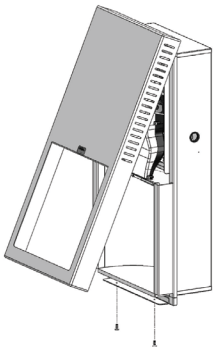

Abb. 1
1. Die Trocknerabdeckung öffnen, indem die Montageschraube am Boden der Einheit mit einem Torx T20-Bit entfernt wird. (Siehe Abb. 1)
2. Die Unterseite der Trocknerabdeckung nach vorn ziehen und vorsichtig anheben, um die Trocknerabdeckung zu lösen. (Siehe Abb. 1)